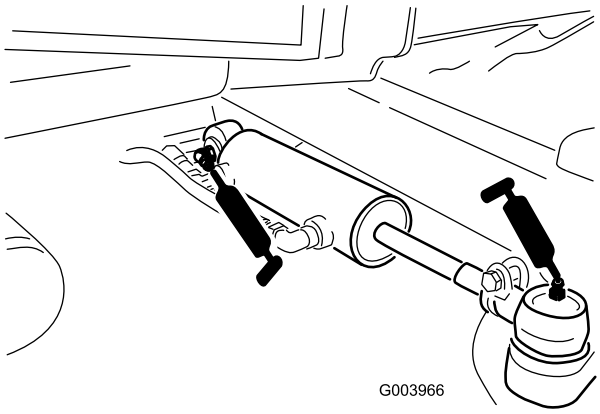

Figuur 48
- Kogelverbindingen van stuurcilinder (2) (Figuur 48)